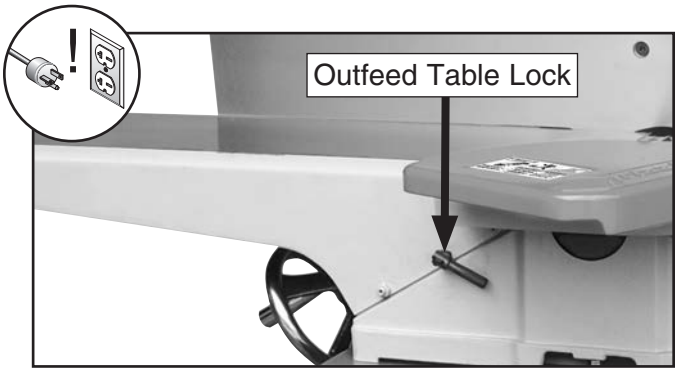

Figure 63. Location of outfeed table lock.
4. Loosen outfeed table lock (see **Figure 63**).